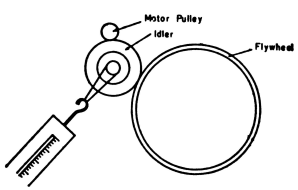

Fig. 8
2. IDLER ADJUSTMENT (Refer to Fig. 8)